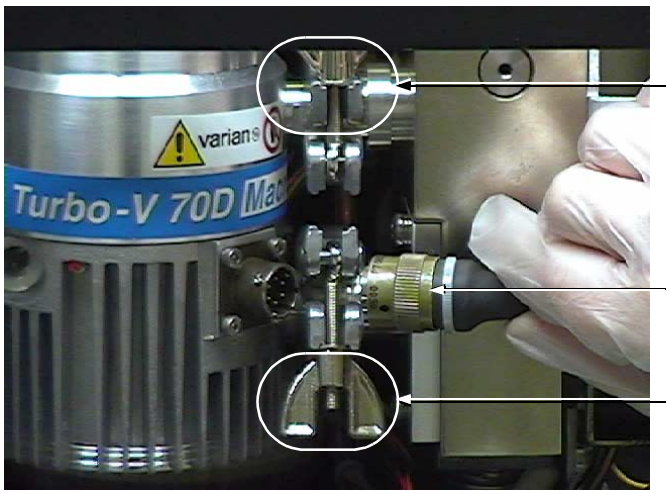

Figure 8-6 Remove the Turbo Power Connection
1. Remove the power connector from the turbo pump by pushing the green sleeve on the end of the connector in and then turning the sleeve to release the connector (Figure 8-6).
2. Holding the turbo pump with one hand, loosen and remove the upper and lower NW-16 clamps that connects the turbo pump to the valve block (Figure 8-6).